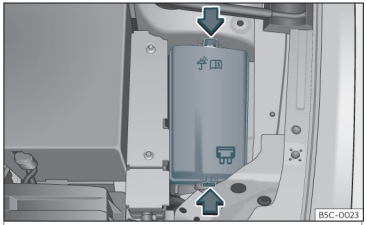

Fig. 48 Nel vano motore: coperchio della scatola dei fusibili.
- Premere le linguette di blocco per sbloccare il coperchio della scatola dei fusibili ››› fig. 48.